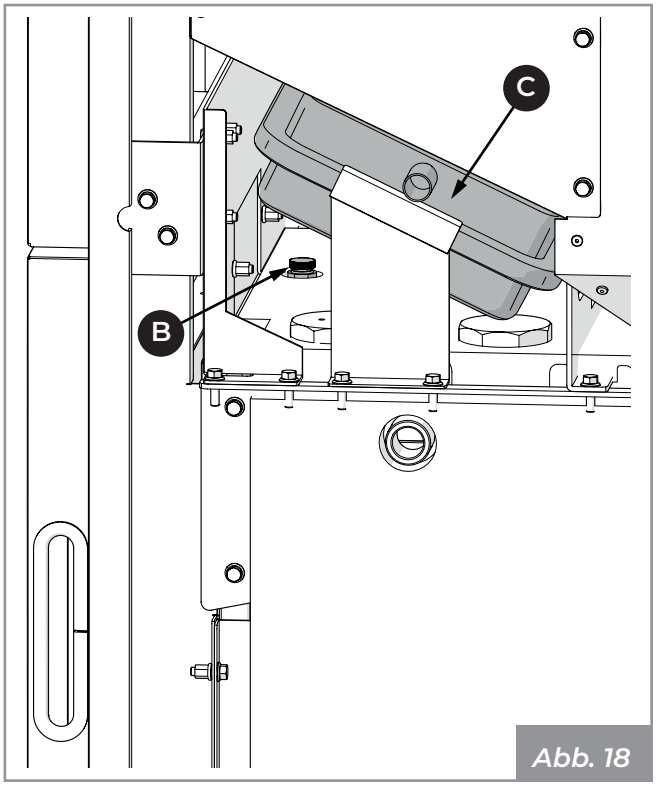

Abb. 18
1) Schließen Sie eine Wasserleitung vom Wasserleitungsnetz an den Einlassanschluss (**K**) an, öffnen Sie das Entlüftungsventil (**B**) (**Abb. 18**), öffnen Sie das Einlassventil (**O**) und lassen Sie das Wasser fließen, bis das Gerät vollständig gefüllt ist. Das Entlüftungsventil schließen und abwarten, bis der Mindestbetriebsdruck(**1 bar**) erreicht ist, der über das Manometer am Kessel überprüft werden kann.
Öffnen Sie dann das Entlüftungsventil (**B**) (**Abb. 18**), öffnen Sie das Bypass-Ventil im Antikondensationsventil (**N**) und lassen Sie das Wasser aus dem System fließen, bis der Kessel vollständig gefüllt ist. Das Entlüftungsventil schließen und abwarten, bis der Mindestbetriebsdruck(**1 bar**) erreicht ist, der über das Manometer am Kessel überprüft werden kann.